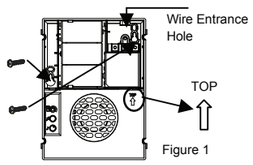

Figure 1
Install the Door Chime (Refer to Figure 1)
Position the chime as shown in Figure 1. (The chime base can also be installed in the horizontal position.) Route the wires as shown and install the chime using the screws provided.
4. Position the chime as shown in Figure 1. (The chime base can also be installed in the horizontal position.) Route the wires as shown and install the chime using the screws provided.